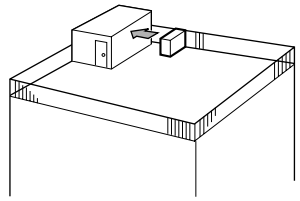

Fig. 2-3
① Τοποθετήστε τη μονάδα ώστε το στόμιο εξαγωγής του αέρα να είναι στραμμένο προς τον πλησιέστερο διαθέσιμο τοίχο και να απέχει περίπου 50 εκατοστά. (Fig. 2-3)